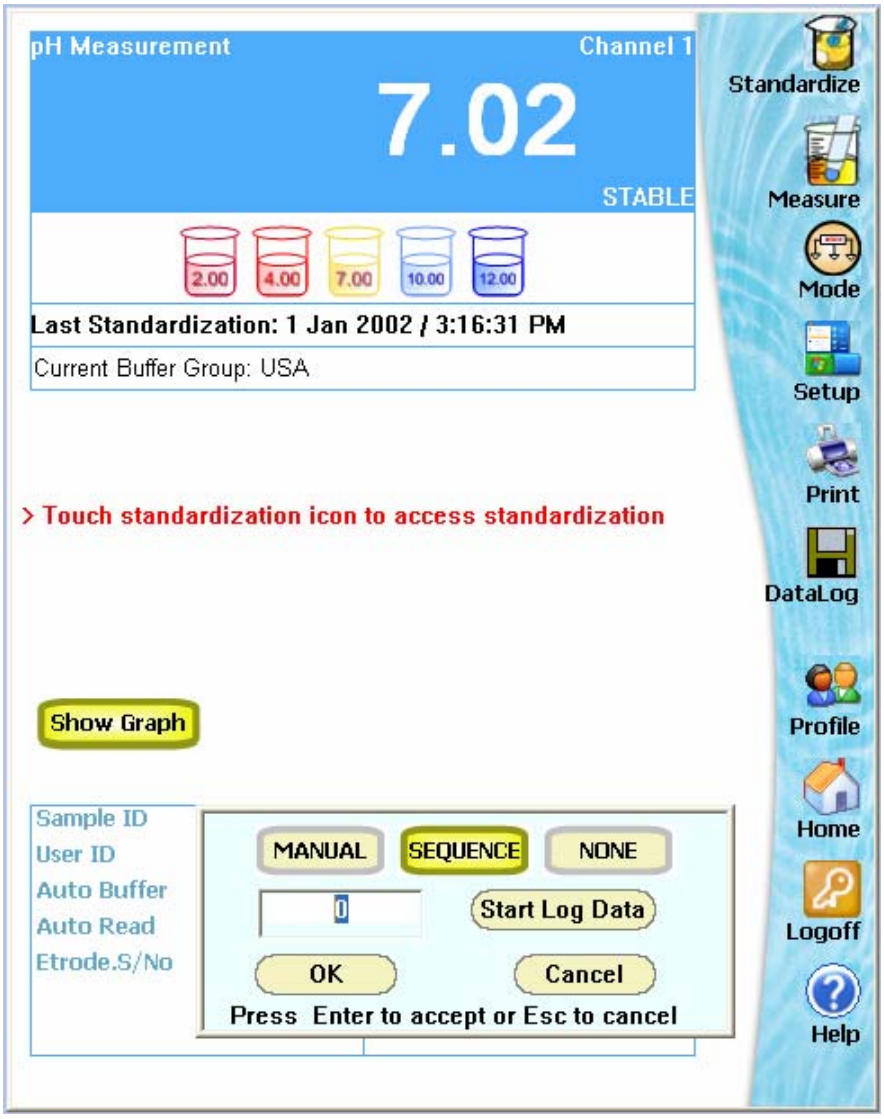

Figure 34 : Enable data logging
3. Click on **Sample ID** field. A dialog appears (Figure 34)